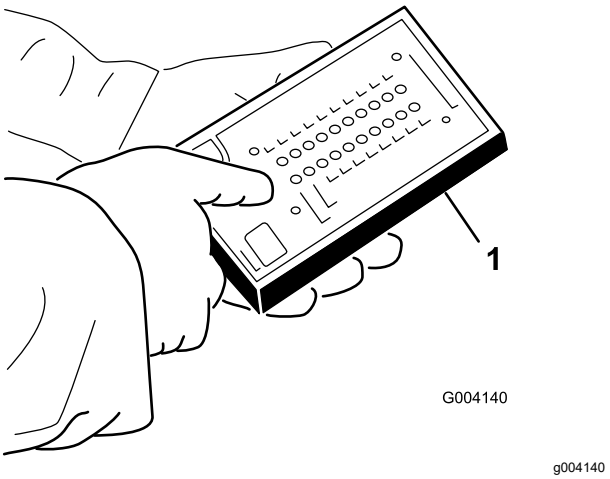

Figur 37
5. Slut ACE-fejlfindingsdisplayets stik til ledningsnettets stik (Figur 37).